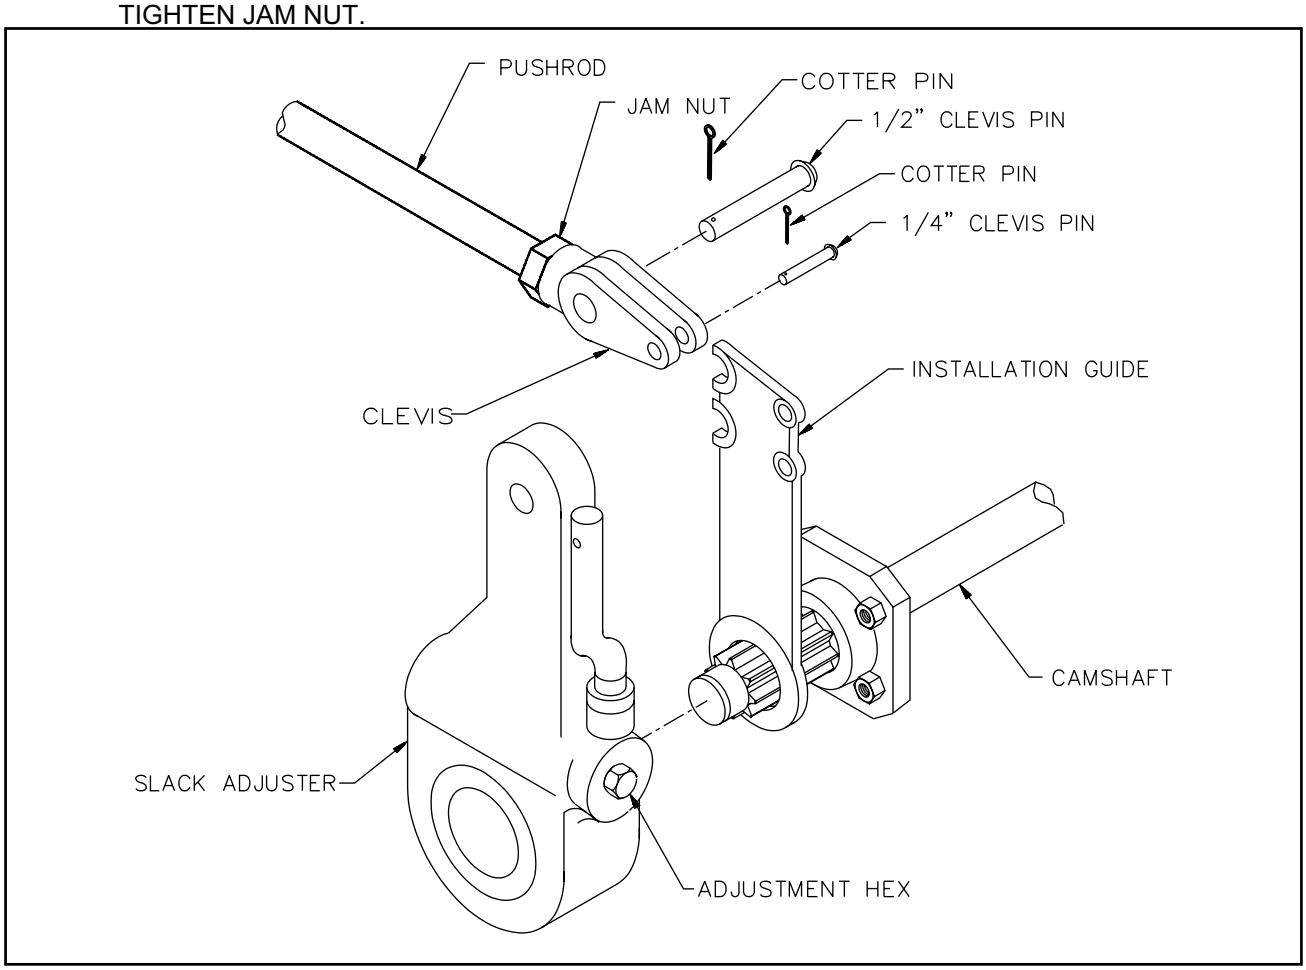

Figure 4-11 Slack Adjuster
a. Operational Check (See Figure 4-11)
b. Replacing Slack Adjuster (See Figure 4-11)